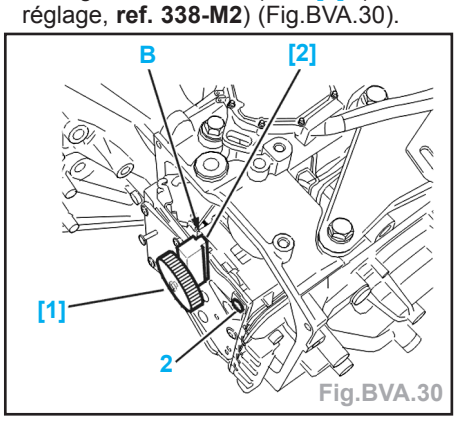

Fig.BVA.30
- Déposer la vis (1).
- Débloquer la vis (2).
- Mettre en place les outils [1] (vis de blocage, **ref. 338-M1**) et [2] (cale de réglage, **ref. 338-M2**) (Fig.BVA.30).